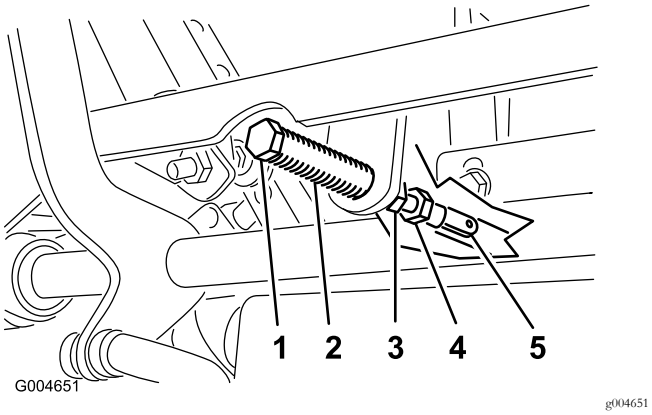

Rysunek 54
5. Pociągnij dźwignię do tyłu, aż sworzeń z łbem płaskim i otworem na zawleczkę (na ramieniu nad osią przegubu wału) zetknie się z końcem szczeliny (będzie lekko naciskać na sprężynę), jak pokazano na Rysunek 54.
7. Jeśli konieczna jest regulacja, odkręć nakrętkę i przeciwnakrętkę jarzma (Rysunek 54).
8. Lekko naciśnij dźwignię sterowania jazdą do tyłu, obracaj śrubę regulacyjną w odpowiednim kierunku, aż dźwignia sterująca będzie wyśrodkowana w położeniu NEUTRALNYM ZABLOKOWANYM (Rysunek 54).
9. Dokręć nakrętkę i przeciwnakrętkę (Rysunek 54).
10. Dokręć przeciwnakrętki na przegubach kulowych (Rysunek 54).